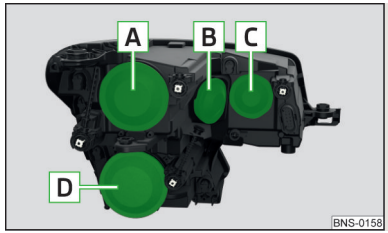

Fig. 307
Orden de bombillas » fig. 307
› Retirar la tapa protectora C » fig. 307 *de la pág. 261*.
- Retirar la tapa protectora B » fig. 307 *de la pág. 261*.
- Colocar la tapa protectora B » fig. 307 *de la pág. 261*.
- Retirar la tapa protectora A » fig. 307 *de la pág. 261*.
› Retirar la tapa protectora D » fig. 307 *de la pág. 261*.
Retirar la tapa protectora D » fig. 307 *de la pág. 261*.